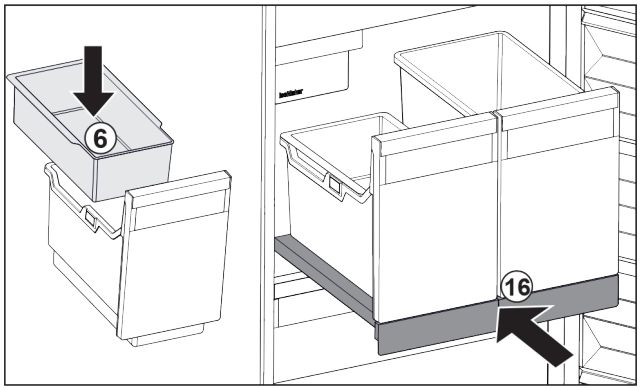

*Fig. 176*
▶ Introduceți tava suspendată *Fig. 176 (6)* pentru cuburi de gheață.
▶ Inserați raftul extractibil cu recipientele (IceTower). *Fig. 176 (16)*